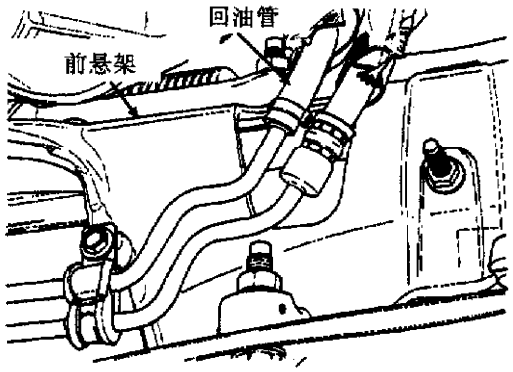

图9-4　动力转向回油管
①提升汽车，将排油盘放在汽车下接住动力转向液。
②将动力转向软管上的绝缘壳提高，露出软管到钢管的连接。移开软管夹，那里动力转向回油管上的橡胶部分附在前悬架的钢管上(图9-4)，将橡胶管从钢管上拆下，让动力转向液流出。
①提升汽车,将排油盘放在汽车下接住动力转向液。
②将动力转向软管上的绝缘壳提高,露出软管到钢管上的连接。拆下软管夹,那里动力转向回油管的橡胶部分附于前悬架的钢管上(见图 9-4),从钢管上拆下橡皮管,使油从油泵里流出。
③从动力转向泵回流管接头上拆下转向液回流管。
①用无棉绒布擦净动力转向管端的开口处、动力转向泵套头。
②将动力转向回流管套进动力转向泵套头内,注意避免其弯曲。软管必须避免碰到排气系统和其他汽车部件表面。